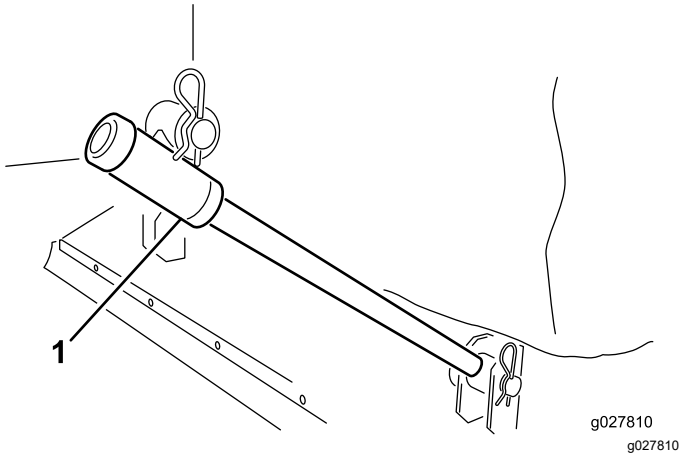

Figure 2
2. Glissez les bras de remorquage sur les goupilles du cadre. Fixez chaque bras de remorquage à la goupille du cadre à l'aide d'une rondelle et d'une goupille fendue (Figure 2).